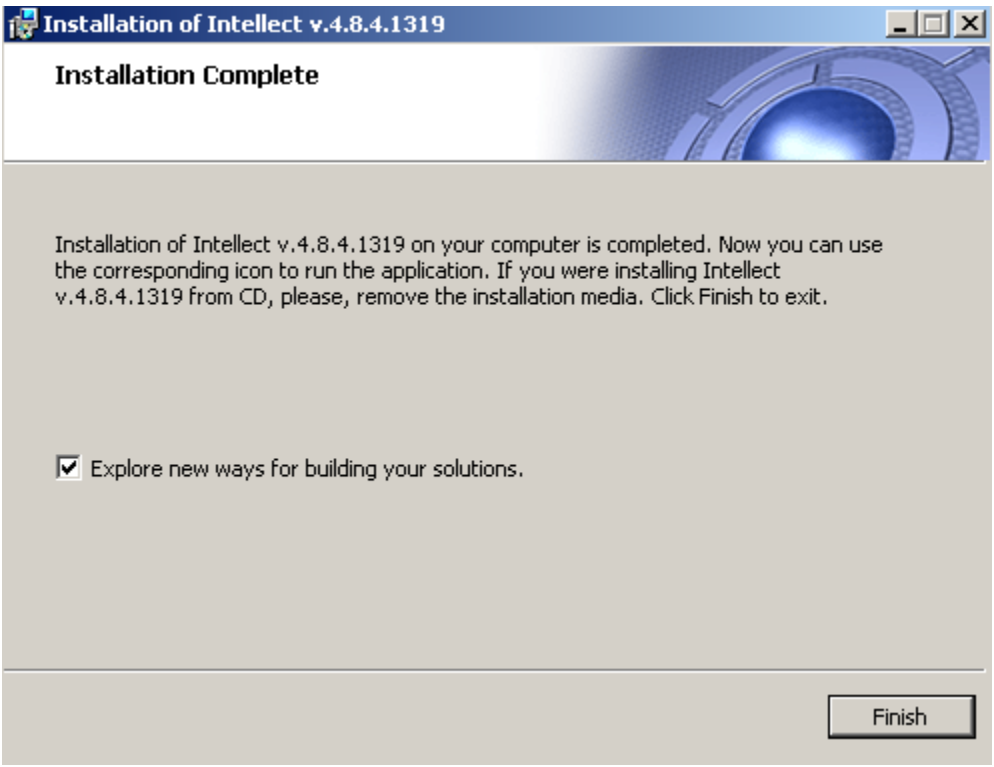

Figure 5.1-41 The “Installation complete” dialog box
The "Installation Complete" dialog box is displayed (Figure 5.1-41).
21. Set the “Explore new ways for building your solutions” checkbox, to view thw document containing information about new features of the installed Intellect (Figure 5.1-41).
22. Click the “Finish” button (Figure 5.1-41).